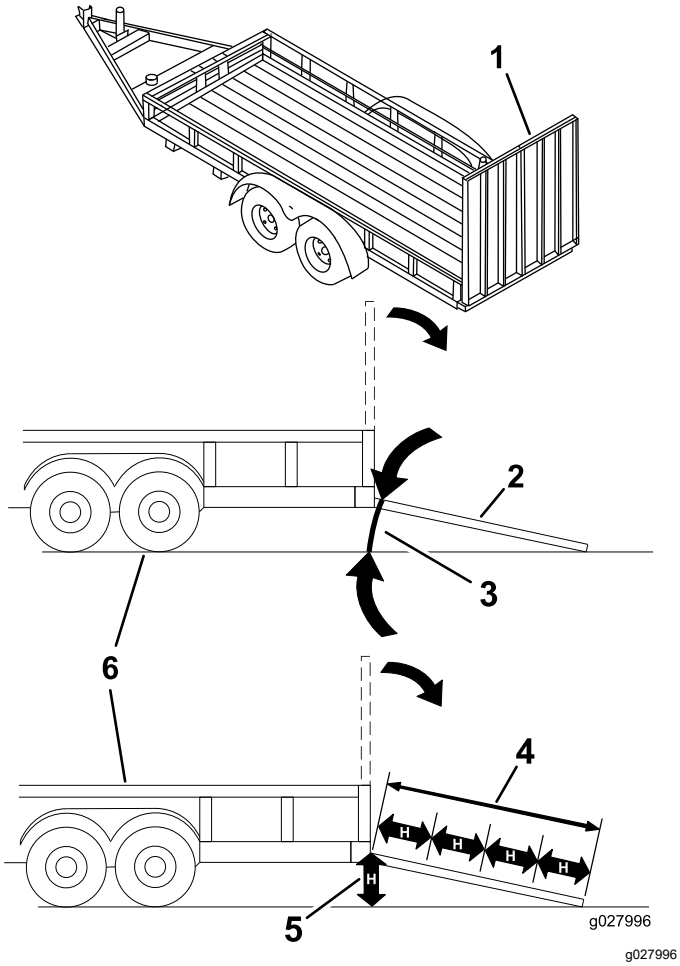

Figur 14
**Lasting av maskinen på en tilhenger eller lastebil øker muligheten for at den velter og kan føre til alvorlig skader eller dødsulykker (Figur 14).**
3. Senk rampen og sørg for at vinkelen mellom rampen og bakken ikke overskrider 12 grader (Figur 14).
1. Senk rampen og sørg for at vinkelen mellom rampen og bakken ikke overskrider 12 grader (Figur 14).